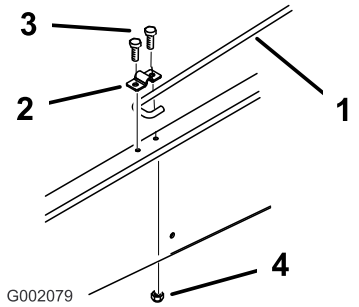

**Figure 10**
6. Loosen the bolt securing the prop rod clip to the frame until you can slide the J-hook end of the prop rod under the clip (Figure 10).
7. Tighten the bolt and secure the other side of the clip with a new bolt (5/16 x 3/4 inch) and flange nut (5/16 inch) (Figure 10).